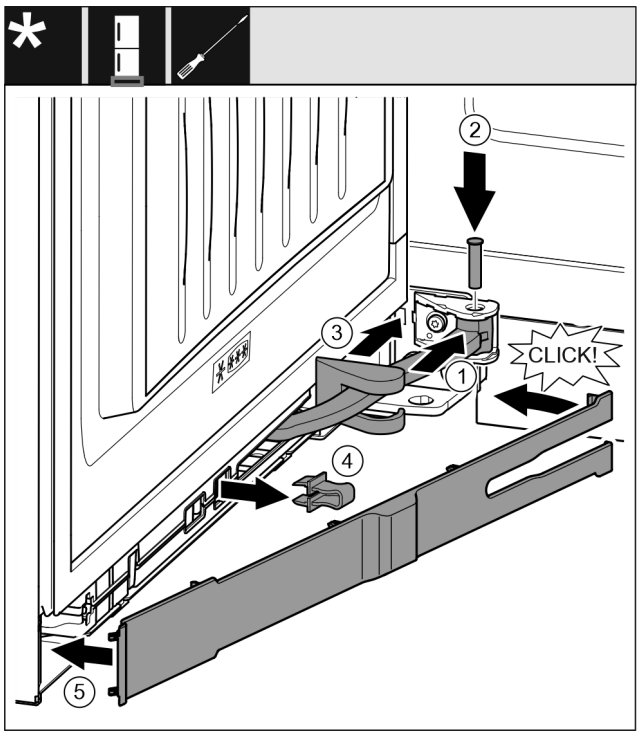

Fig. 32
- ▶ Turn the joint *Fig. 32 (1)* in the attachment.
- ▶ Use a screwdriver to insert the bolt *Fig. 32 (2)* into the attachment and the joint. Ensure that the latching cam is in the groove properly.
- ▶ Push the swap bearing block cover *Fig. 32 (3)* along the joint and use the attachment to fit it.
- ▶ Remove the safeguard *Fig. 32 (4)*.
- ▶ Place the trim *Fig. 32 (5)* on the handle side and swing in.